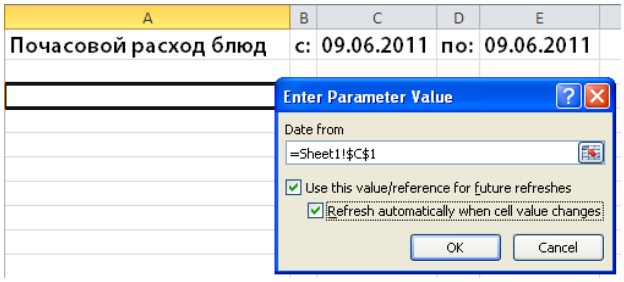

Рисунок 232 Документ MS Excel – импорт веб-отчета – Enter Parameter Value
3.3. Откроется окно **Enter Parameter Value**. Установите курсор в ячейке с датой начала периода, поле **Date from** автоматически будет заполнено. Установите обе галочки и нажмите кнопку **OK** (см. Рисунок 232).